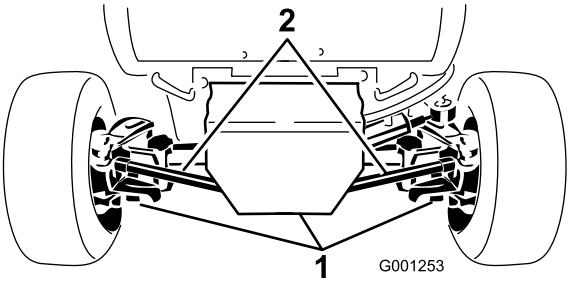

Figure 54
2. Nettoyez la surface autour des 3 bouchons de vidange, 1 à chaque extrémité et 1 au centre (Figure 54).